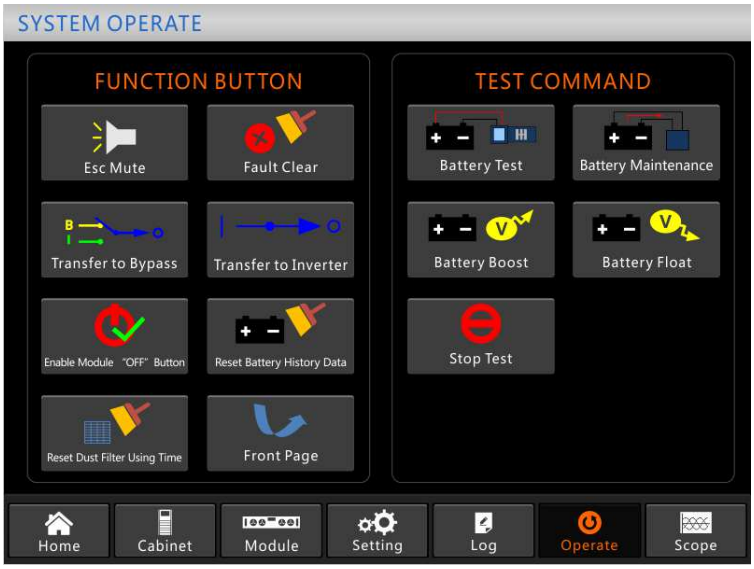

Figure 4-4 Battery maintenance
1) Manual discharging test. Enter the "Operate" menu, as is shown in Figure 4-4 and touch the icon "Battery maintenance"